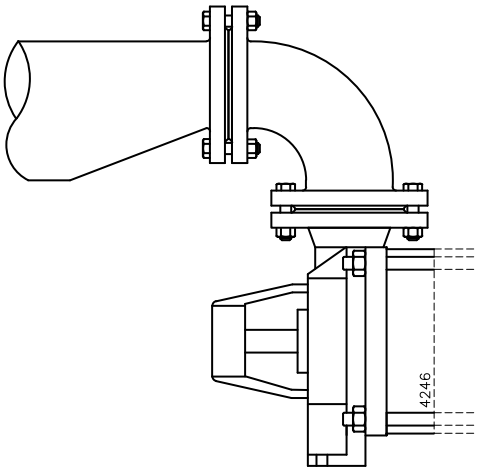

Figuur 3: Excentrisch verloopstuk naar de zuigflens.
- De doorlaat van de zuigleiding moet ruim bemeten zijn. Deze leiding moet zo kort mogelijk zijn en zodanig naar de pomp toelopen dat er geen luchtzakken kunnen ontstaan. Indien dit niet mogelijk is, dient op het hoogste punt een mogelijkheid voor ontluchting aangebracht te worden. Wanneer de zuigleiding een grotere doorlaat heeft dan de zuigaansluiting van de pomp, moet een excentrisch verloopstuk worden toegepast, zodat er geen luchtzak en wervelingen kunnen ontstaan. Zie figuur 3.